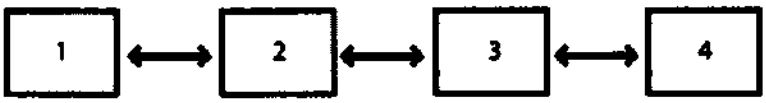

Рисунок 12-1 Режим перемещения курсора для 1 x 4
- **1 x 4**: выберите эту опцию, если четыре дисплея установлены в ряд. В таком режиме курсор можно перемещать с текущего дисплея на соседние, как показано на рис. 12-1.